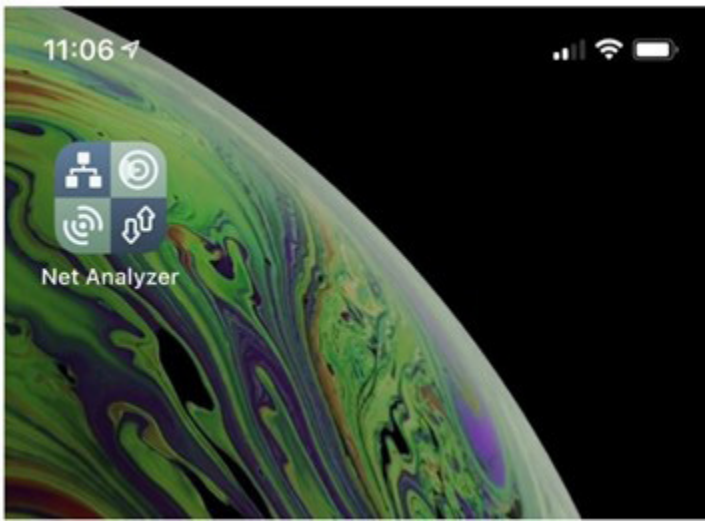

Figure A-7 – Network Analyzer Application
4. Open the Network Analyzer application (Figure A-7).